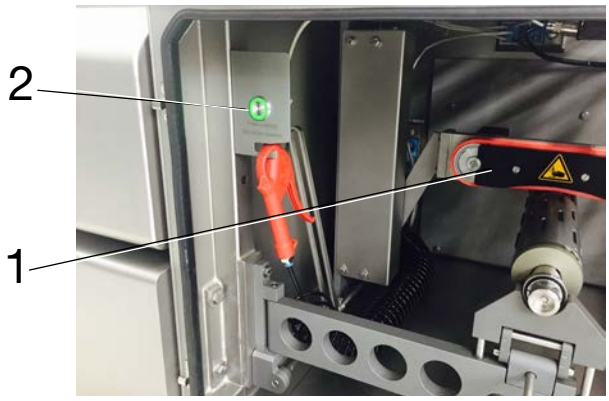

Fig. 5-38 Film pre-drive up/down (here: down)
8.) Press the film pre-drive button (see Fig. 5-38). The pre-drive moves up. The button is no longer lit up green around the edge.
16.) Press the film pre-drive button (see Fig. 5-38). The pre-drive moves down. The button lights up green around the edge.